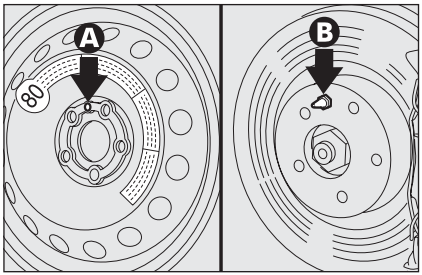

fig. 10
- ❒ monte la rueda de repuesto (más pequeña que una rueda normal) haciendo coincidir uno de los orificios **A-fig. 10** con el espárrago de centrado **B**;
- ❒ monte la rueda de uso normal poniendo cuidado de que el espárrago **B-fig. 10** coincida con uno de los orificios **A**;